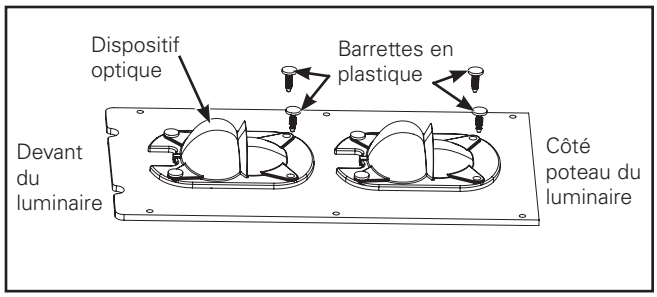
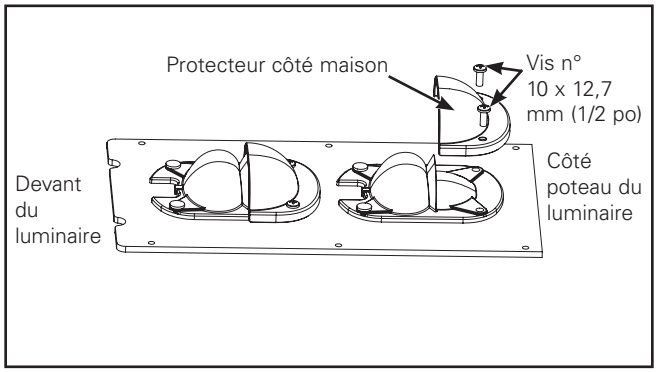

Figure 9.
Figure 10.
Protecteur côté maison (Figure 9. et Figure 10.)
1. Retirez les barrettes à ressort en plastique qui se trouvent derrière le dispositif optique. (Figure 9.)
Remarque: Le protecteur côté maison doit UNIQUEMENT être installé à l'arrière du dispositif optique, tel qu'illustré. NE l'installez PAS sur l'autre côté du dispositif optique. (Figure 10.)